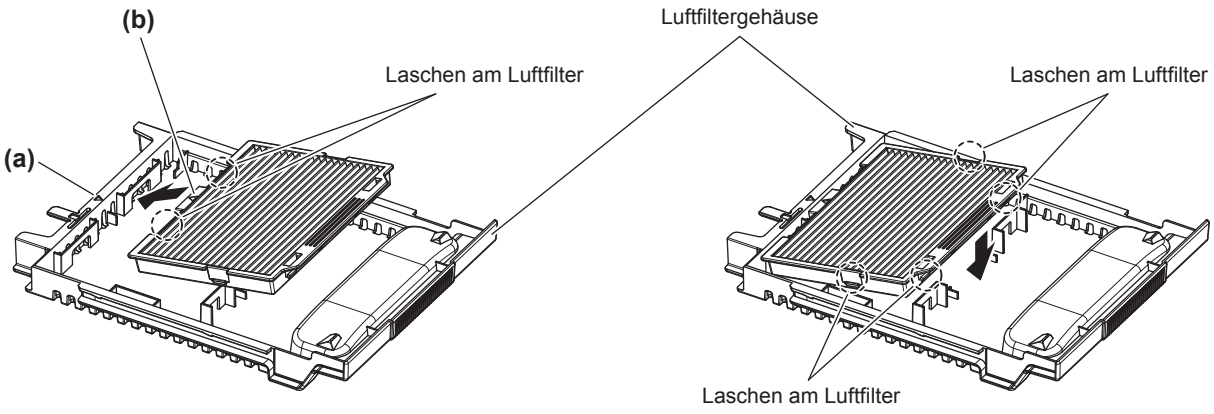

**Abb. 1** **Abb. 2**
i) Bringen Sie den Luftfilter an, indem Sie die Markierung (△) an (a) und (b) ausrichten und die Laschen am Luftfilter am Luftfiltergehäuse einführen. (**Abb. 1**)